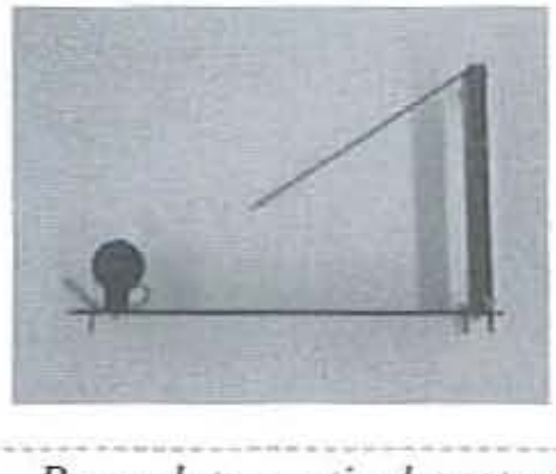

Figure 6-12 *Base plate, vertical post, and spring*
2. Place the seismometer base assembly on a level surface. The base contains three leveling screws. Use the bubble level and adjust the leveling screws as needed. Check the level of the base, both front to back and side to side. The photo shown in Figure 6-12 illustrates the base with the 10½-inch high vertical post at one end of the base plate and the coil attached to the other end of the base plate. A 13½-inch spring is shown attached to the top of the vertical post. If you did not purchase the kit, you will have to construct a base plate measuring 17 inches long by 6 inches wide from metal or wood. The aluminum vertical post measures 10½ inches high by 2 inches wide by 1 inch thick. About 4 inches from the bottom of the vertical post, cut a notch across the 2-inch side that will face the inside of the seismograph assembly. You will need to fabricate and secure an aluminum vertical post to the base plate with screws, and you will need to attach an eye hook to the top of the vertical post on one of the 2-inch flat sides.